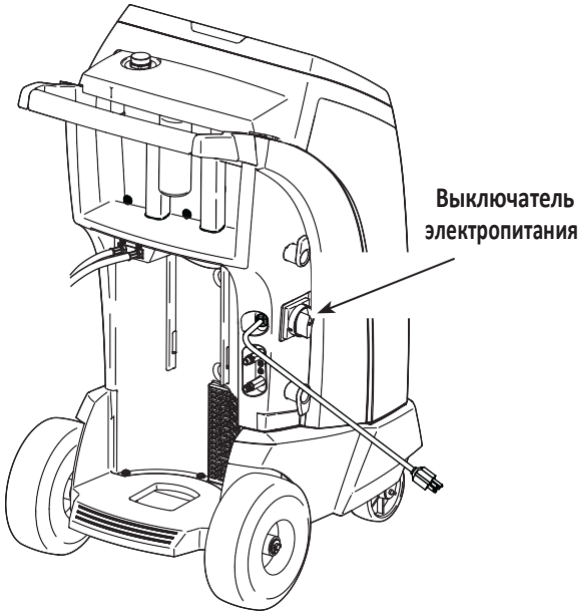

Рисунок 1
4. Для включения установки повернуть выключатель питания по часовой стрелке. См. рисунок 1.